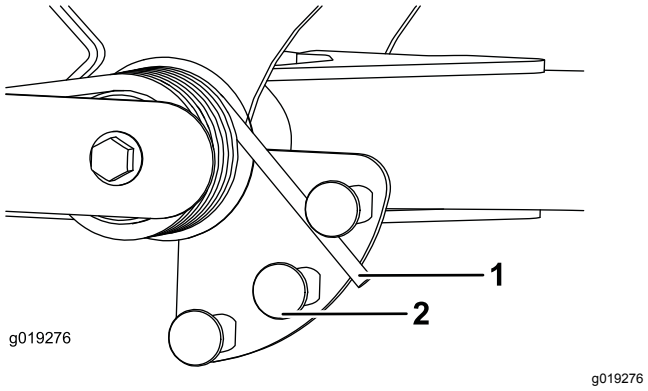

Figuur 37
2. Breng een buis of vergelijkbaar voorwerp aan over het lange veeruiteinde en draai ze rond de actuator van de veer tot de gewenste stand (Figuur 37).